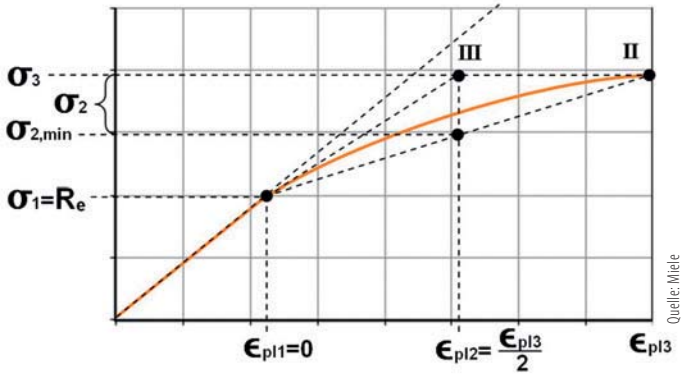

Bild 3: Elastisch plastisches Material-gesetz
In einer zweiten Optimierung wurden nun sowohl der Endpunkt des Plastizitätsgesetzes (II) als auch ein weiterer, mittig liegender Stützpunkt (III) variiert, mit dem Ziel, den gemessenen Kraftverlauf in der Simulation möglichst gut widerzuspiegeln (Bild 3). Dabei müssen die Geradenabschnitte im Plastizitätsgesetz streng monoton steigend ausfallen. Besonders elegant lässt sich das durch ein parametrisiertes APDL-Skript sicherstellen, welches das Werkstoffgesetz in der ANSYS Workbench modifiziert. Der entsprechende Parameter für σ_2 ist dabei kein Absolutwert für die Spannung, sondern ein relativer Parameter, der im DesignXplorer in den Grenzen zwischen 0 und 1 variiert wurde. Das APDL-Skript generiert daraus dann den zulässigen Spannungswert für σ_2 zwischen $\sigma_{2,min}$ und σ_3. Die Berechnungsvorschrift dafür ist sehr simpel und kann in Bild 3 nachvollzogen werden.